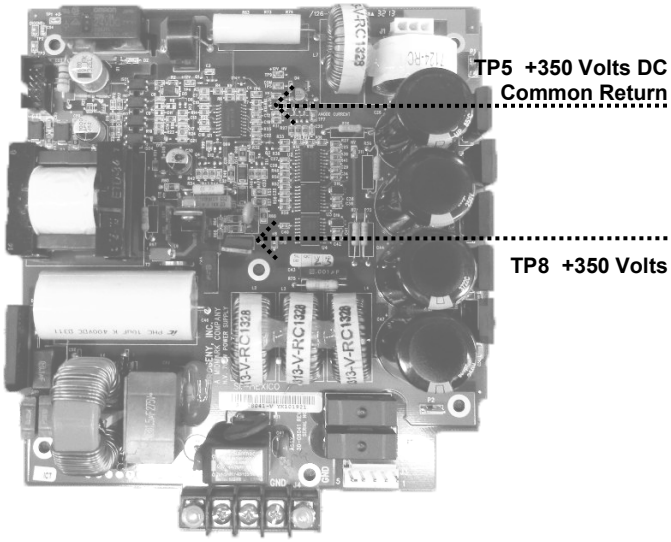

Figure 66
1. On the Power Supply Board, measure the voltage across TP5, the Common Return, and TP8, +350 volts DC, as shown in *Figure 66*. This voltage will be acceptable if measured between 330 and 390 volts DC. Values above or below this number indicate the need to replace the Power Supply Board.